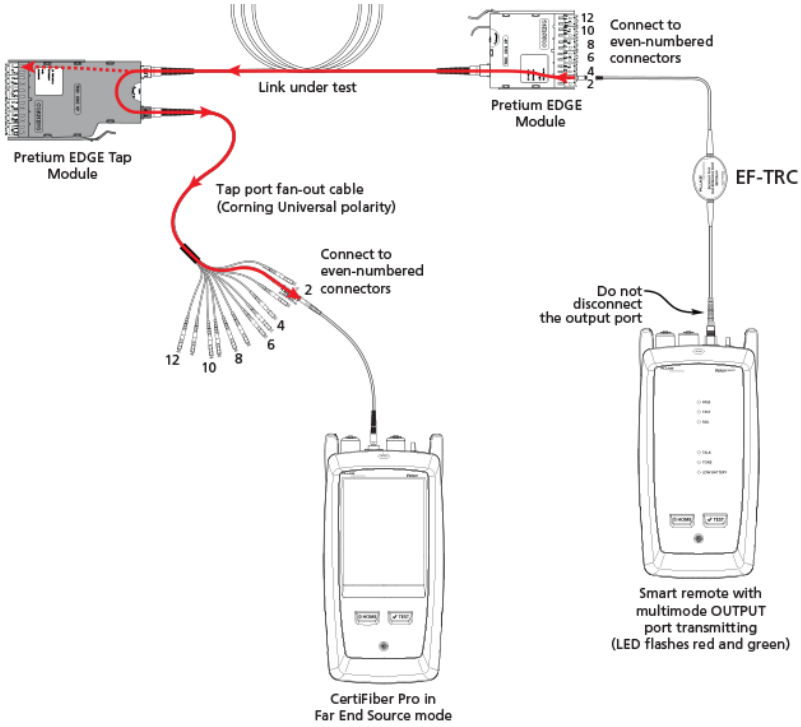
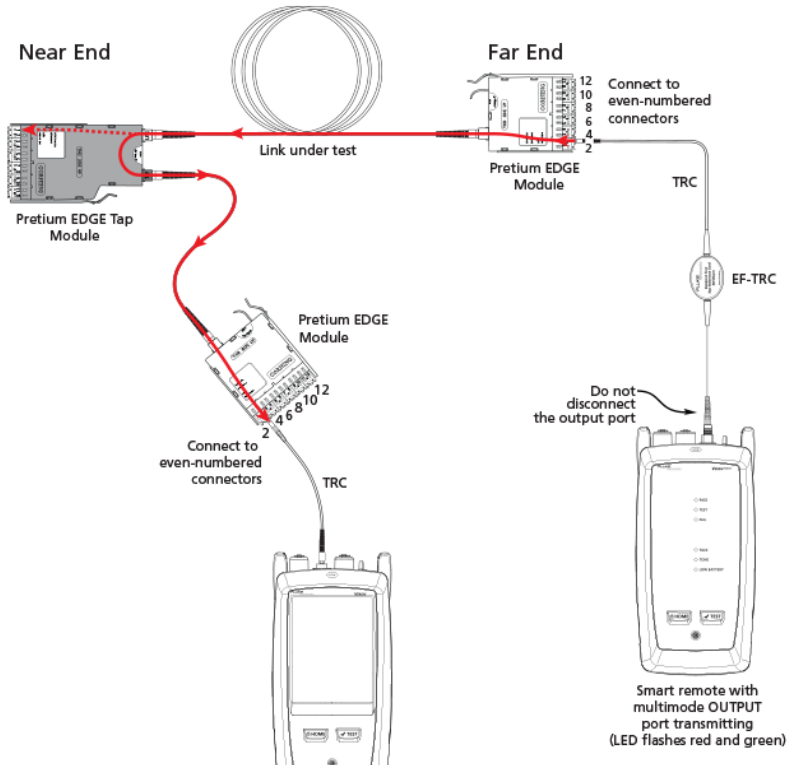

Abbildung 9. Connections for Testing the Tap Port Links from the Far End through a Fan-Out Cable
Abbildung 10. Connections for Testing the Tap Port Links from the Far End through an EDGE Module
3. Stellen Sie die Verbindungen her wie in Abbildung 9 gezeigt, wenn Sie die Tests über ein Fanout-Kabel durchführen, oder wie in Abbildung 10 gezeigt, wenn Sie den Test über ein drittes EDGE-Modul durchführen.